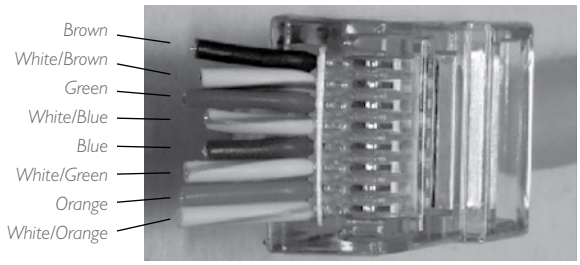

Figure 1.16
Figure 1.16 shows an example of the proper wire sequence (from right to left):
i) If the wires have not been cut short as shown in figure 1.16, the excess wire has to be cut off right next to the connector. We want to make sure there are no stubs protruding that prevent the crimp from latching into a jack (see figure 1.17).